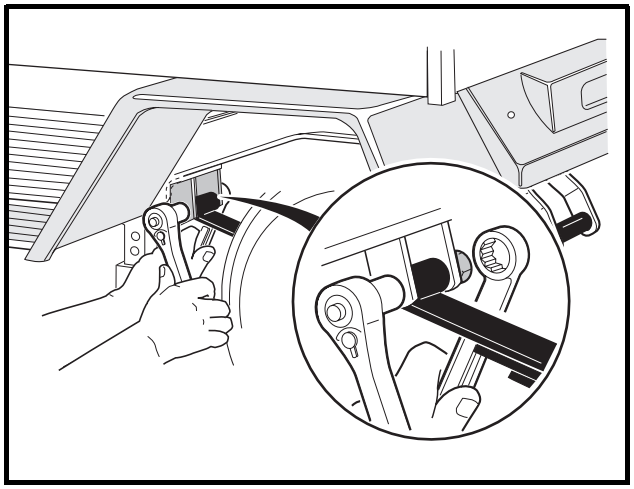

Figure 16-23 Spring Retainer Bolts
10. Remove the bolts securing the leaf springs to their front mounts **(Figure 16-23, Page 16-11)**.